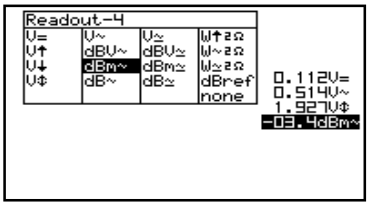

Fig 24
8. Press the cursorkeys to highlight the desired readout function for meter 4 readout. **(Fig. 24)**
8. Druk op de pijltoetsen voor het kiezen van de uitlezingfunctie van meter 4. **(fig 24)**
8. A l'aide des touches curseur choisissez la fonction désirée pour l'appareil numéro 4. **(fig 24)**